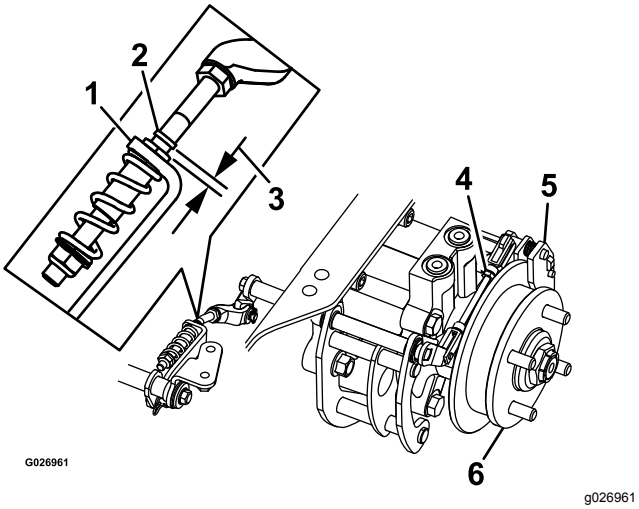

Figura 82
8. Compruebe si hay un espacio visible entre la escuadra y el tope del acoplamiento (ver Figura 82).